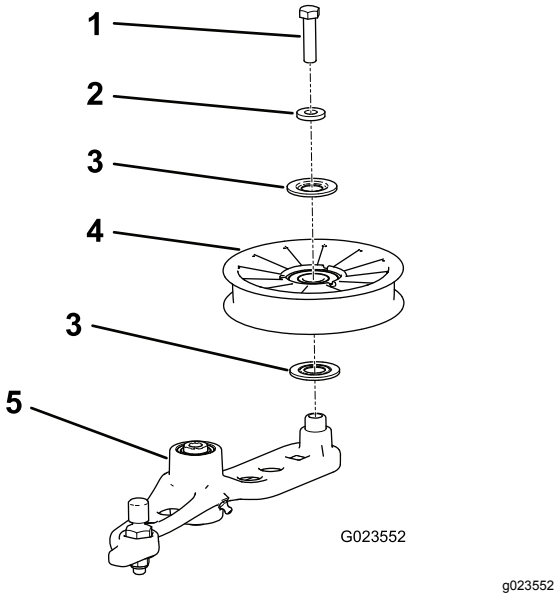

**Рисунок 58**
6. Выверните болт крепления старого натяжного ролика к рычагу натяжителя и установите новый ролик (Рисунок 58).